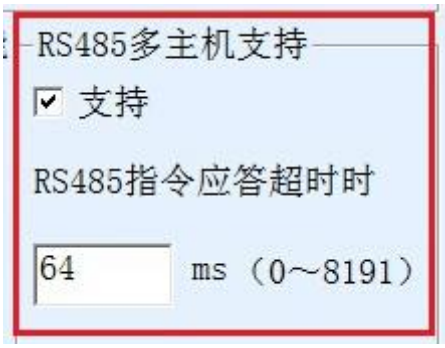

图 49 RS485 多主机支持
2. 图 49 所示为“RS485 指令应答超时时间”，一般根据来回应答的指令长度决定，如果发送指令为 N 字节，应答为 M 字节，那么建议设置的值为：“数据包间隔”×（N+M+5）+100。
此时需要注意的是需要将图 50 所示为“RS485 总线防冲突时间”和图 49 所示为“RS485 指令应答超时时间”的两个勾去掉。否则无法实现上述转发功能。